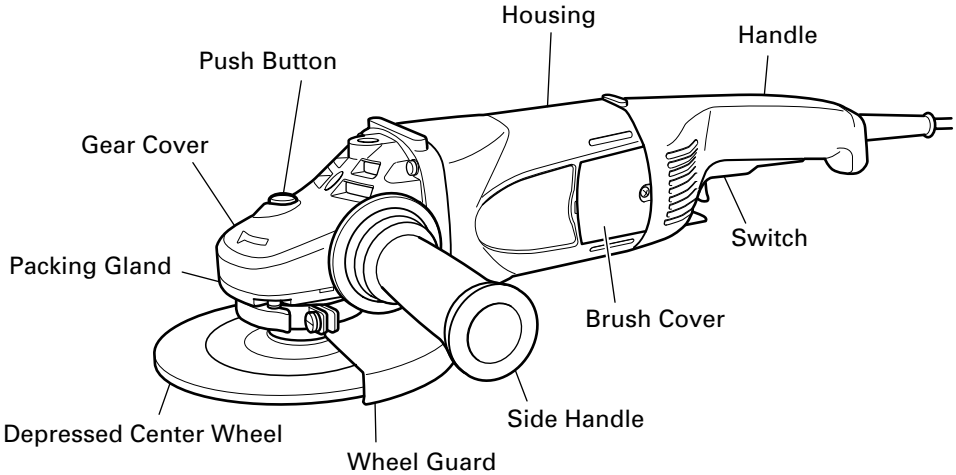

Fig.1
1. Hold the grinder firmly by its handle and side handle (Fig. 1).